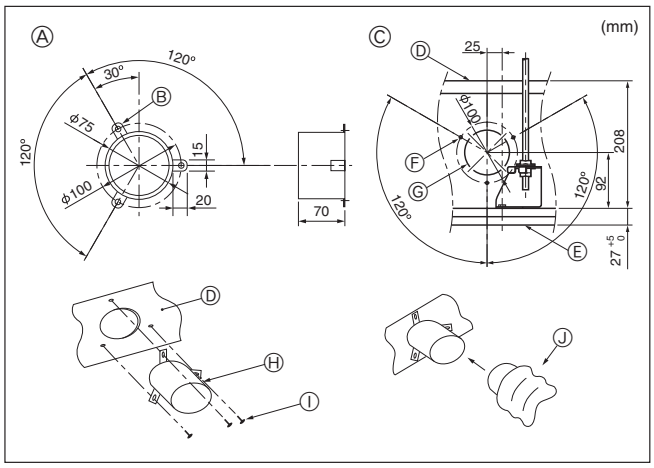

Fig. 4-3
4.3. Installation des Luftkanals (bei Frischluftansaugung) (Fig. 4-3)